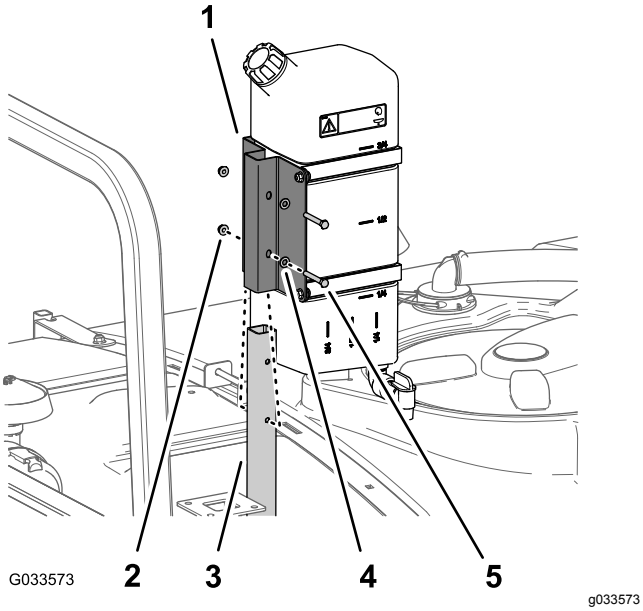

**Figur 47**
1. Sett sammen ferskvannstanken, og monter på støtterøret med de to boltene (5/16 x 2¼ tommer) og de to flenslåsemutterne (5/16 tomme) som vist i Figur 47.